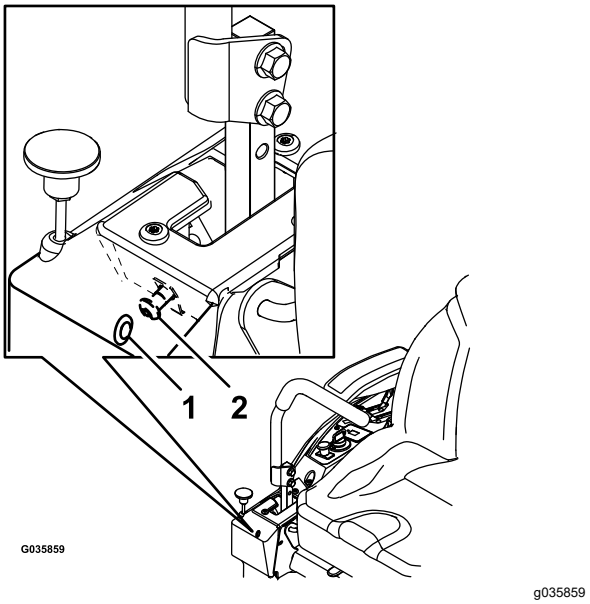

Figur 56
6. Om maskinen spårar till höger ska du föra in en sexkantig nyckel på 3/16 tum genom hålet i den högre främre täckpanelen och vrida spårskruven medsols eller motsols för att justera spakens riktning (Figur 56).
7. Om maskinen spårar till vänster ska du föra in en sexkantig nyckel på 3/16 tum genom hålet i den högre främre täckpanelen och vrida spårskruven medsols eller motsols för att justera spakens riktning (Figur 56).